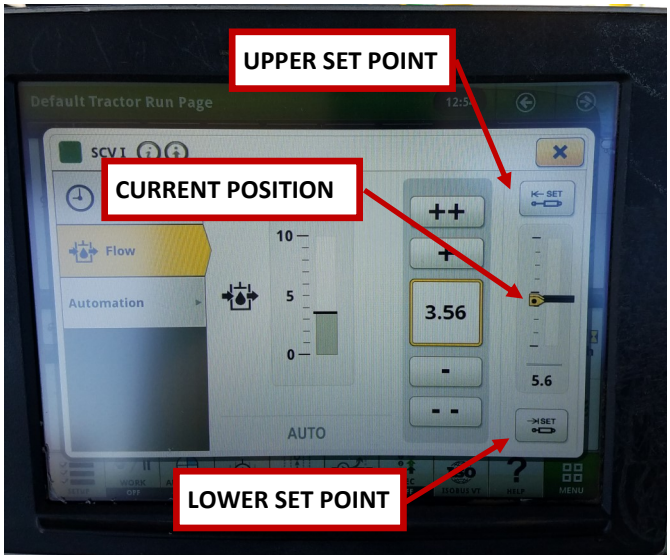

Figure 7-48
8. Once the axle is centered, press the upper and lower set points on the monitor to set the center for your steering. See Figure 7-48.